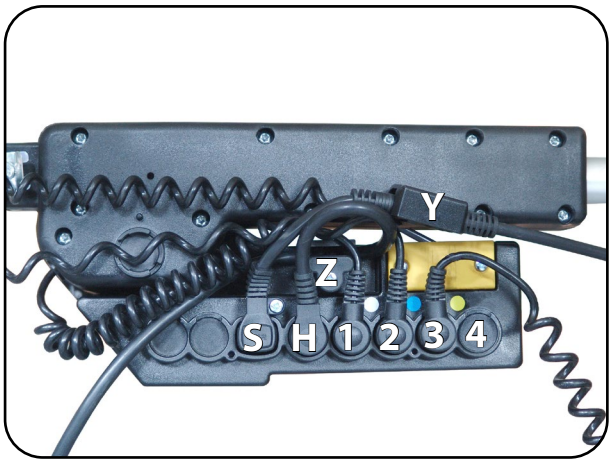

Abb. 6.2.05 - Steuerung mit Motorzuleitungen
4. Schließen Sie die Steckverbindungen für die Antriebe nach Abbildung 6.2.05 an.